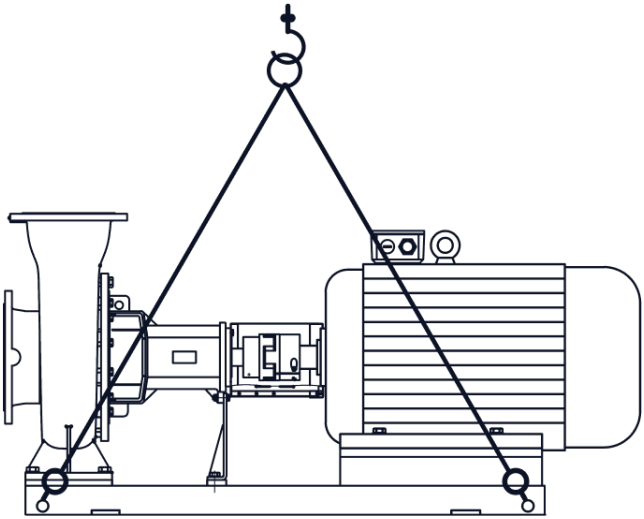

Рис. 5 Правильная схема строповки оборудования
- Установить агрегат насосный на раме на заранее подготовленный фундамент (схему строповки см. рис. 5);